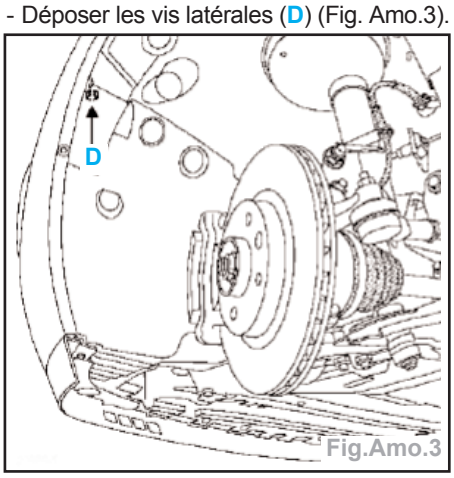

Fig.Amo.3
- Déposer les vis latérales (**D**) (Fig. Amo.3).